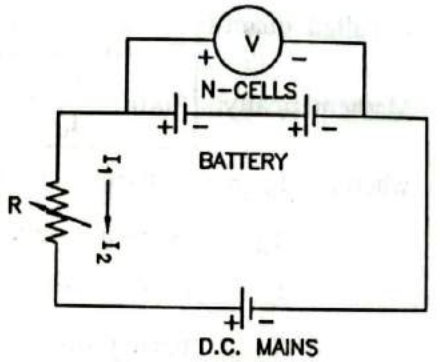

**FIG. 5.23 : CONSTANT VOLTAGE METHOD OF CHARGING A BATTERY**
- In this method, the supply voltage for charging of battery is kept constant. A fixed resistance $R$ is connected in series with the battery as shown in Fig. 5.23 to limit the current supplied to the battery in the beginning.